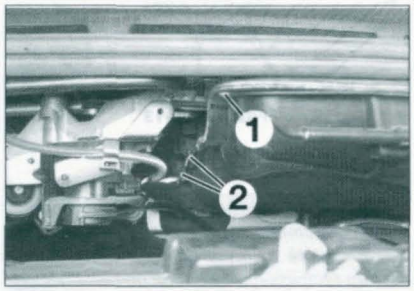

FIGURE 10-1
• De chaque côté déposer la vis quart de tour (1) **(figure10-1)**.
• De chaque côté défaire les 2 crochets (2) et ouvrir le boîtier **(figure10-1)**.